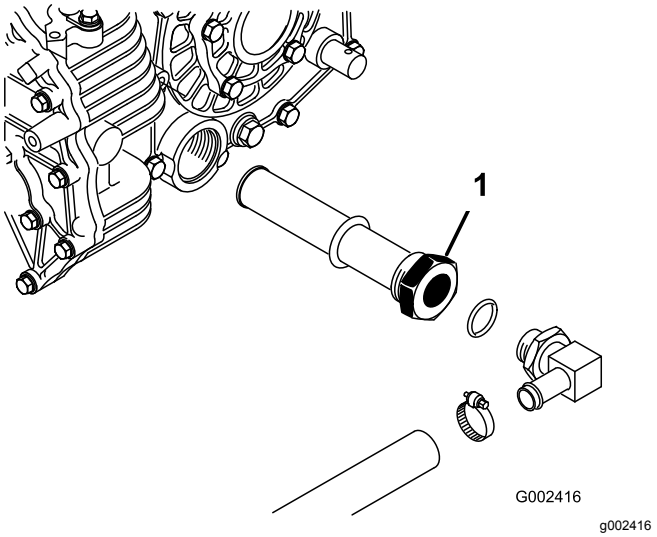

**Bild 70**
5. Achten Sie auf die Ausrichtung des Hydraulikschlauches und des 90°-Anschlussstückes, das an der Seite des Behälters befestigt ist (Bild 70).